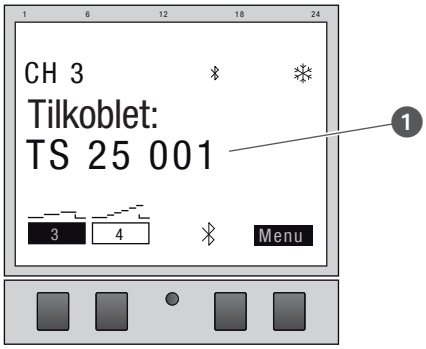

Fig. 24: Kanalutvidelse er koblet til fordelingstidsur
9. Kanalutvidelsen viser navnet på den tilkoblede enheten ved aktiv forbindelse (Fig. 24/❶).